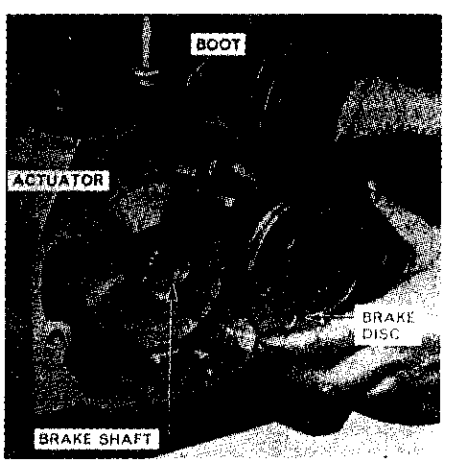

Fig. 350–View showing handbrake unit partly disassembled.
314. **R&R BRAKE ASSEMBLY.** Refer to the exploded view of brake assembly in Fig. 349 and proceed as follows: Drain center housing and hydraulic system and remove left step plate. Remove the adjusting nut (2) and spacer (3); then, unbolt and remove handle assembly (1) from brake housing. Remove cover plate (11), outer brake disc (12) as shown in Fig. 350, then slide actuating assembly from housing and remove the inner brake disc. The cap screws retaining brake housing (17—Fig. 349) and the bearing retainer (23) and shaft (29) assembly to center housing can then be removed. Be careful not to lose or damage shims (25) located between bearing retainer and center housing.